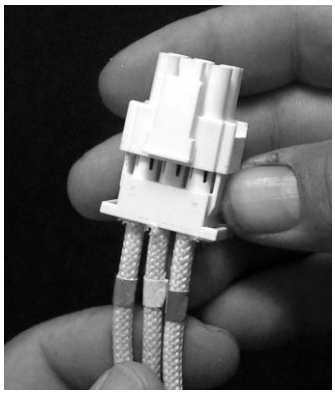

Figura 37
4. En la parte trasera de la freidora, desconecte el conector de 6 patillas del elemento izquierdo (mirando desde el frente de la freidora) o el conector de 9 patillas del elemento derecho conectado a la caja de contactores. Presione las lengüetas en cada lado del conector mientras tira del extremo libre hacia afuera para extender el conector y liberar los electrodos del elemento (consulte la Figura 37). Tire de los electrodos para sacarlos del conector y de la funda de cables.